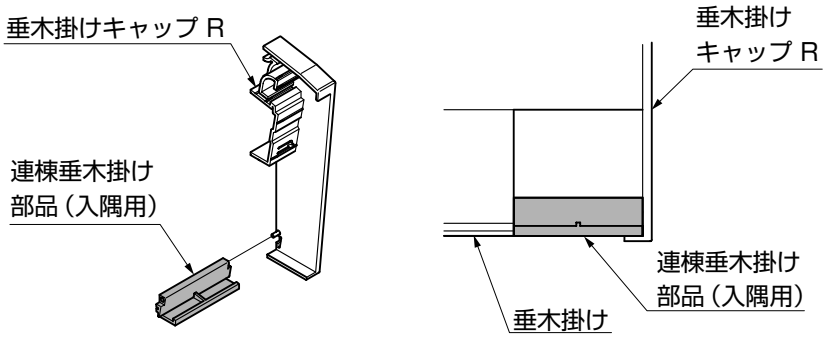

図19-1　オープンテラスタイプ、サイドスルータイプの場合
①オープンテラスタイプ、サイドスルータイプの場合、連棟垂木掛け部品を垂木掛けキャップに取付けてください。（図19-1参照）